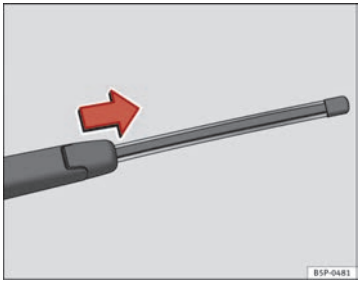

Fig. 149 Removing rear window wiper blade
– Lift the wiper arm away from the glass ⇒ fig. 149.
– Slide the blade adapter in the direction of the arrow and remove the blade ⇒ fig. 149.